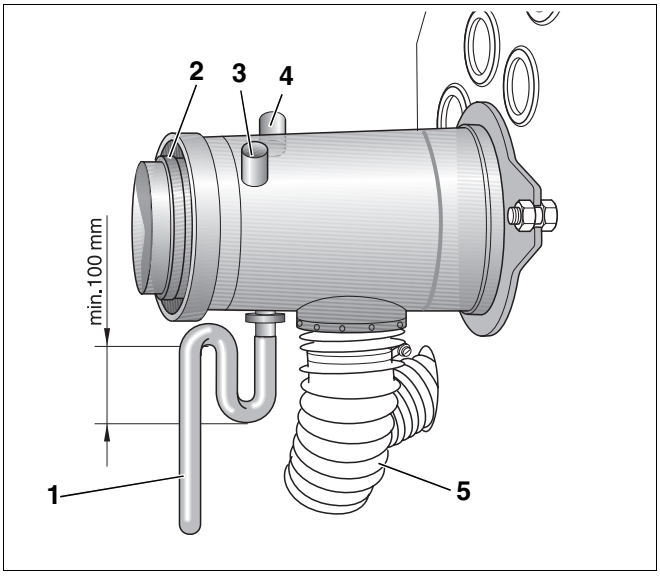
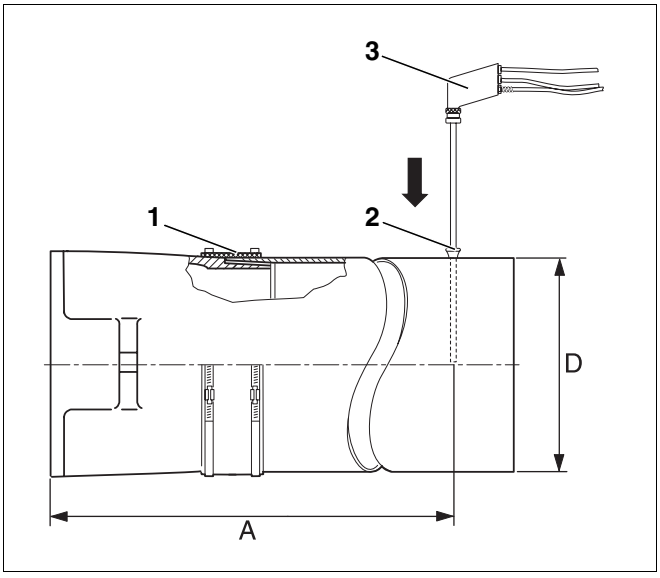

Rys. 21 Króciec przyłączeniowy instalacji powietrzno-spalinowej
Rys. 22 Pomiar wartości parametrów
Pomiary przeprowadza się w rurze odprowadzającej spaliny (rys. 22) lub w króćcu instalacji powietrzno-spalinowej (rys. 21).
Otwór pomiarowy (złączka; rys. 22, **poz. 2**) powinien być umieszczony w odległości "A" (ok. 2 × średnica "D" rury odprowadzającej spaliny) od króćca spalinowego (rys. 22). Jeżeli instalacja odprowadzania spalin jest przyłączona kolankiem bezpośrednio za kotłem grzewczym, pomiaru należy dokonać przed kolankiem.
Zaleca się stosowanie pierścienia uszczelniającego rurę odprowadzającą spaliny (rys. 22, **poz. 1**).
- Sondę pomiarową (rys. 22, **poz. 3**, strona 22) należy wprowadzić do centrum (środek rury odprowadzającej spaliny) strumienia spalin (najwyższa temperatura spalin).